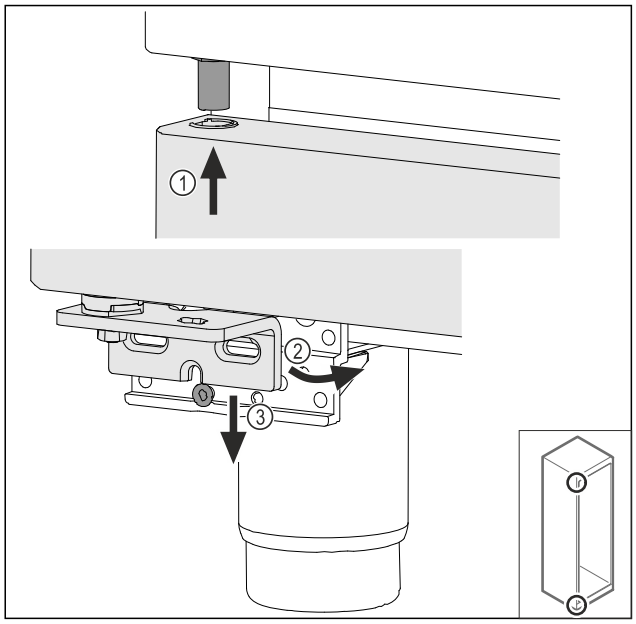

Fig. 34
▶ Deur iets gekanteld aan de bovenzijde terugplaatsen *Fig. 34 (1)*, deur recht uitlijnen *Fig. 34 (2)* en aan de onderzijde op de lagerbokschroef *Fig. 34 (3)* plaatsen.